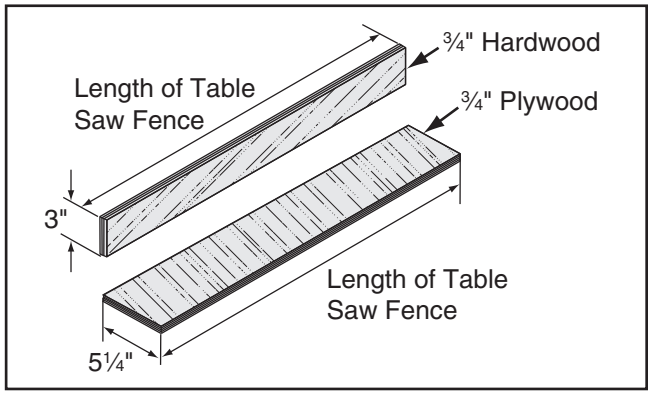

Figure 88. Auxiliary fence dimensions.
1. Cut a piece of ¾" thick plywood 5¼" wide and as long as your table saw fence; cut a piece of ¾" thick hardwood 3" wide and as long as your table saw fence, as shown in **Figure 88.**